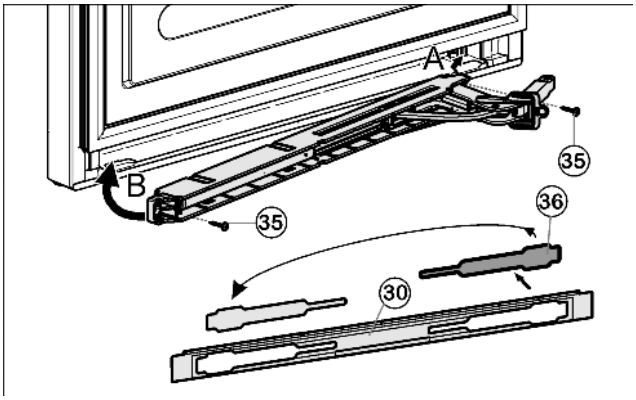

Fig. 18
- ▶ Remove the cover *Fig. 18 (36)* from the faceplate *Fig. 18 (30)* and re-insert it at the other side.
- ▶ Engage the joint of the soft stop unit on the hinge side (A) and swing it into place (B).
- ▶ Screw the soft stop unit firmly into place(2x Torx® 15) *Fig. 18 (35)*.